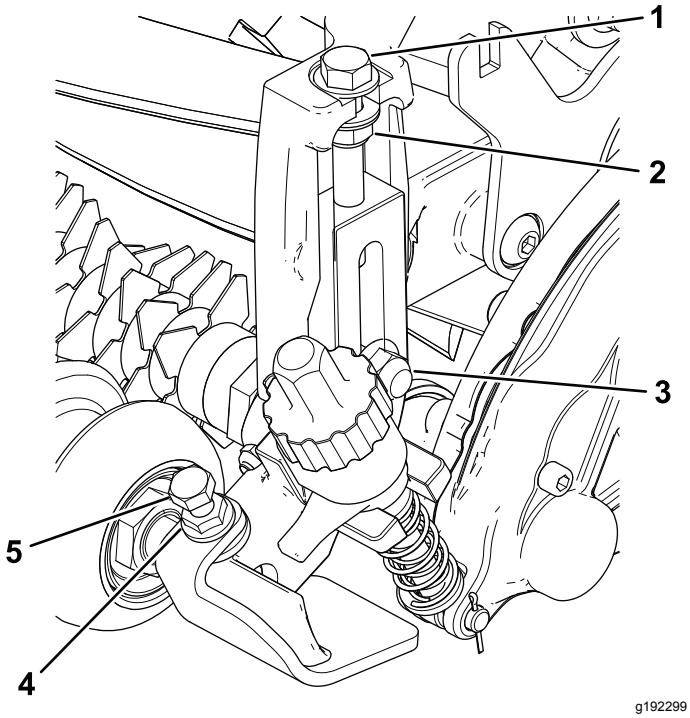

**Figur 14**
4. Dra åt vagnsskruvarna och låsmuttrarna som håller fast klipphöjdsfästena vid sidoplåtarna (Figur 14).
5. Dra åt låsmuttern på klipphöjdsfästets justerskruv, och lossa sedan låsmuttern ett halvt varv (Figur 14).
6. Placera den främre rullen mitt emellan klipphöjdsfästena och lås den på plats med huvudskruvarna och flänsmuttrarna (Figur 14).